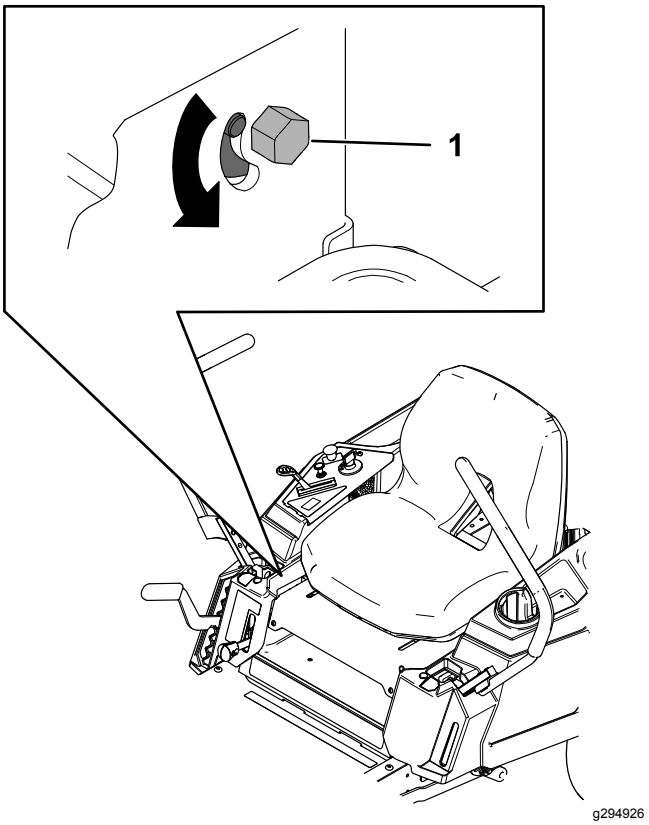

Figur 52
3. Finn sporingsjusteringsbolten i nærheten av bevegelseskontrollspaken på den bestemte siden som trenger justering (Figur 52).